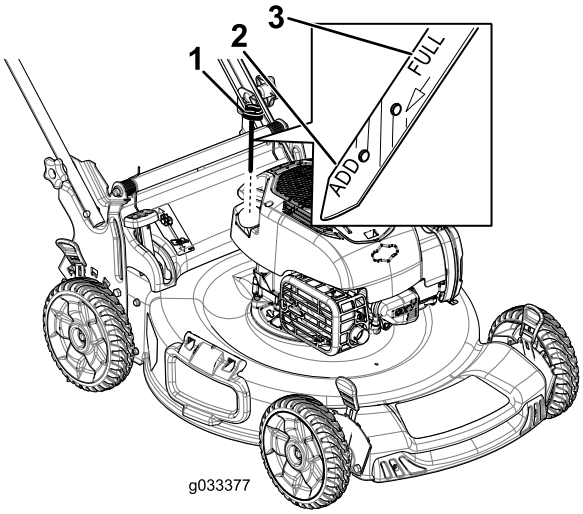

Figura 8
1. Retire la varilla (Figura 8).
2. Vierta aceite lentamente por el tubo de llenado hasta que el nivel de aceite llegue a la marca Lleno de la varilla (Figura 8). **No llene demasiado.**